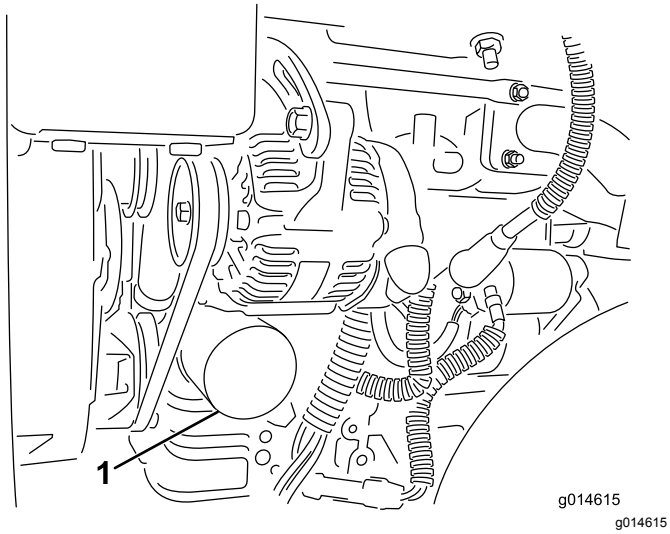

**Rysunek 30**
2. Wyciągnij filtr oleju (Rysunek 30). Nałóż cienką warstwę czystego oleju na uszczelkę nowego filtra.